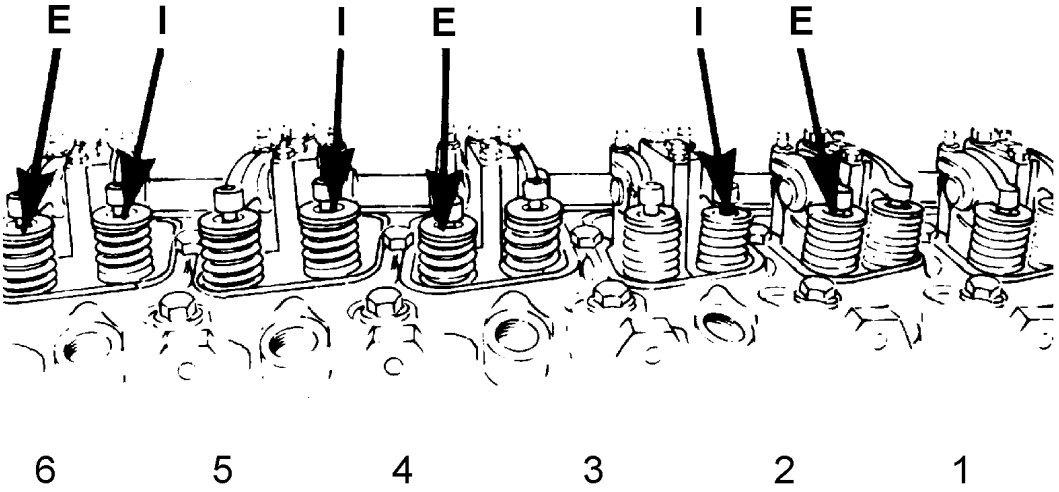

Fig. 5.27. Engine Valves
5. Mark the position of the vibration damper, rotate it by 360 [º]. Check and adjust, if necessary, the other valves as shown in Fig. 5.27 as described in item 4 above.